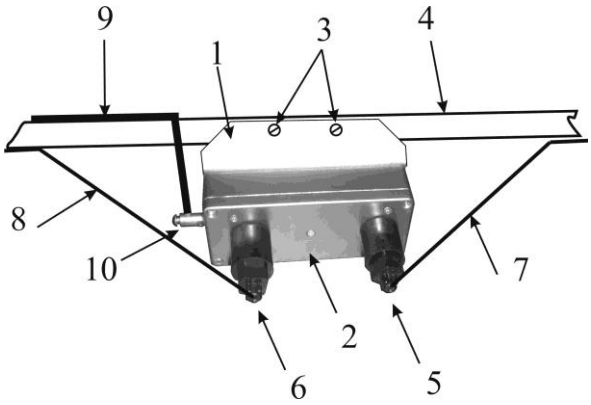

Рис. 10.20
10.3.5 УКБ-1 1 (см. рис. 10.20) БПРД (БПРМ) 2 с помощью винтов (шурупов) 3 закрепить на консоли 4. УКБ-1 закрепляется т. о., чтобы блок находился под нижней (со стороны земли) поверхностью консоли. При этом консоли устанавливать не горизонтально, чтобы обеспечить стекание из блока влаги через отверстие, открывающееся при выкручивании блокирующего винта (см. рис. 6.10).